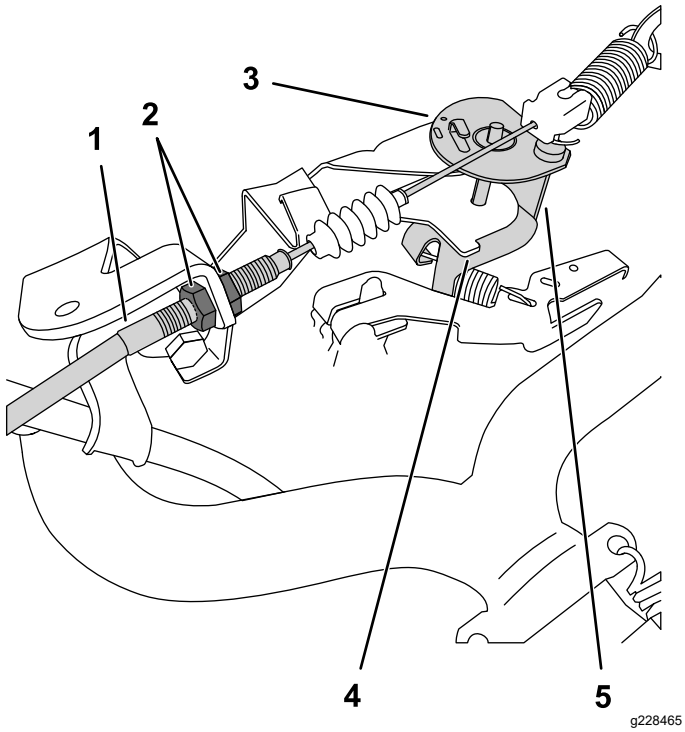

Figur 39
3. For å øke lavt tomgangsturtall, løs opp den fremre låsemutteren og stram den bakre mutteren på gasskabelen (Figur 39).